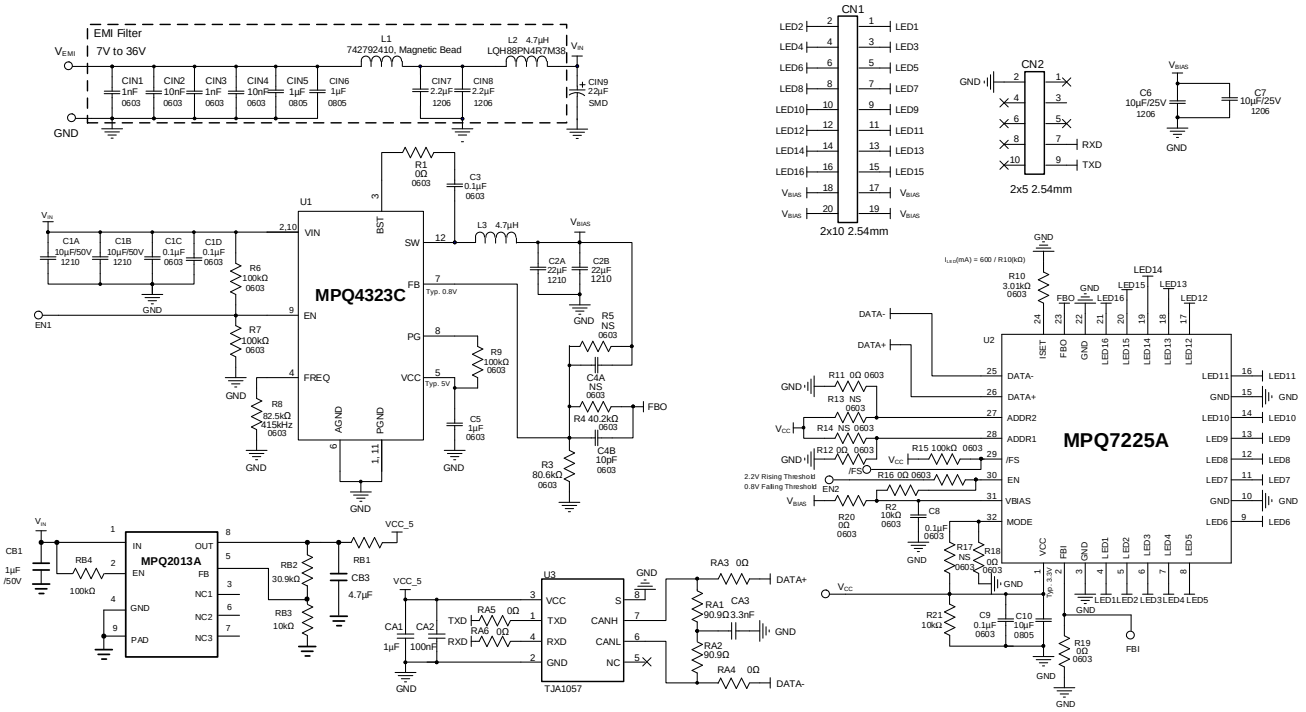

Figure 24: Typical Application Circuit (I_{LED} = 200mA/Channel)
12) The recommended PCB layout is based on Figure 24 on page 45.